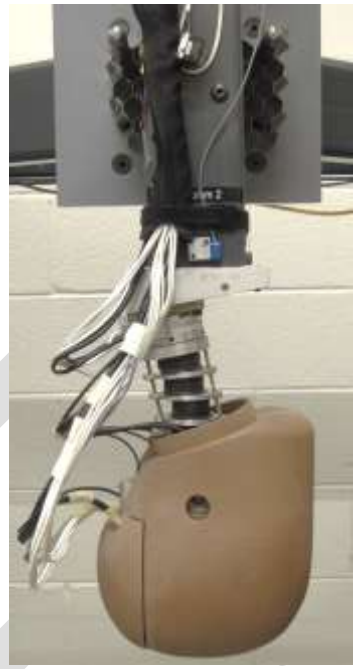

Figure 3-34. Right neck lateral flexion setup.
3.10.1.4 Attach the neck mounting plate to the bottom of the pendulum arm such that the thickest side of the wedge is facing 90° ± 0.5° from the direction of impact. Mount the bottom of the neck assembly rigidly to the neck mounting plate using four M6 x 1 x 25 mm SHCS torqued to 20.3 N-m (15.0 ft-lbf) such that the rear edge of the lower neck is aligned with the thickest side of the wedge. For the lateral flexion test, the neck is placed such that the midsagittal plane of the head is vertical and anterior-posterior direction of the assembly is pointing 90 ± 0.5° from the direction of travel of the pendulum. The occipital condyle should be aligned with the longitudinal centerline of the pendulum arm. The neck is tested in both left and right lateral modes (Figure 3-33 and Figure 3-34).